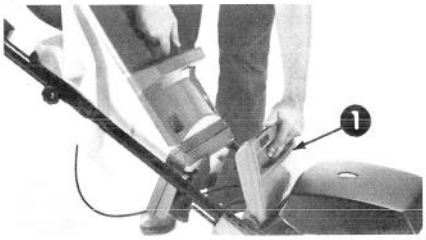

Afbeelding 12
3. Open de achterklep volledig door hem op te lichten (Afb. 12).
4. Til de grasvanger over de stuurstang heen (Afb. 12).